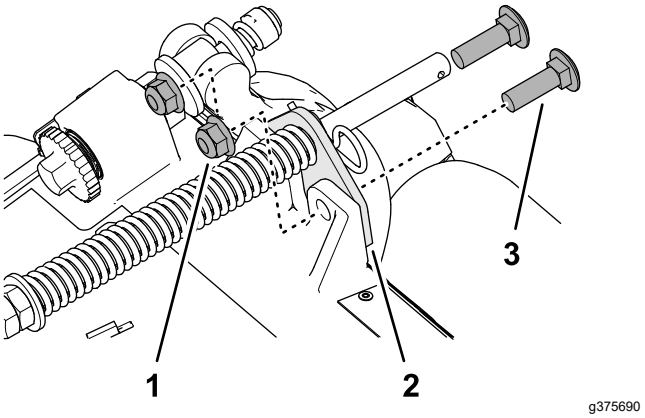

Figur 11
2. Fjern de 2 flangelåsemøtrikker (⅜") og 2 bræddebolte (⅜" x 1¼"), der fastgør græskompensatorbeslaget til klippeenhedens ramme (Figur 11).